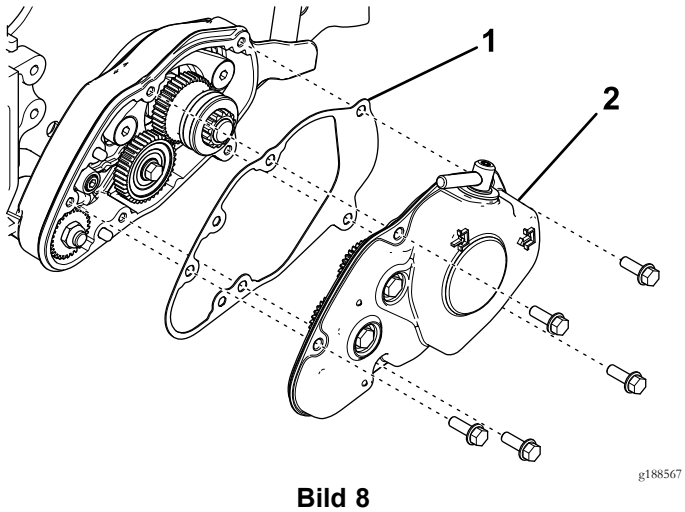

Bild 8
13. Legen Sie die Dichtung auf die Dübelstifte am Groomergehäuse (Bild 8).
14. Setzen Sie die Abdeckung auf das Groomergehäuse und stecken Sie den Auslösestift der Kupplung in die Rille des Antriebszahnrads (Bild 8).
15. Befestigen Sie die Abdeckung mit den fünf Bundkopfschrauben (Bild 8).